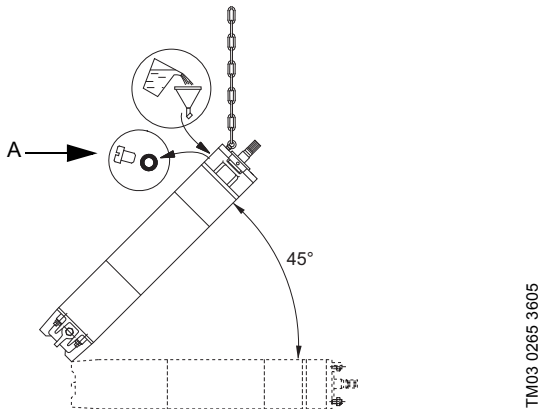

**Рис. 4** Положение электродвигателя при заполнении - MMS
1. Установите электродвигатель под углом 45 ° так, чтобы верхняя часть двигателя была направлена вверх. См. рис. 4.
2. Ослабьте резьбовую пробку (A) и установите воронку в отверстие.